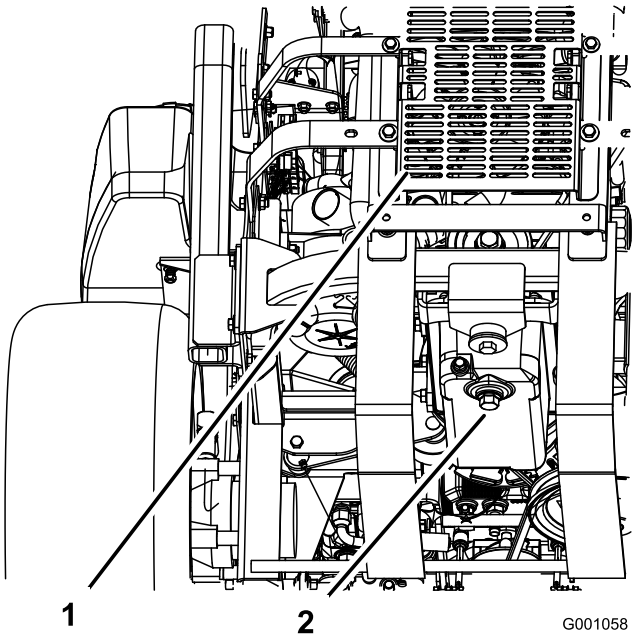

Figuur 36
5. Plaats een opvangbak onder de aftapplug. Verwijder de aftapplug en laat alle olie weglopen (Figuur 36).